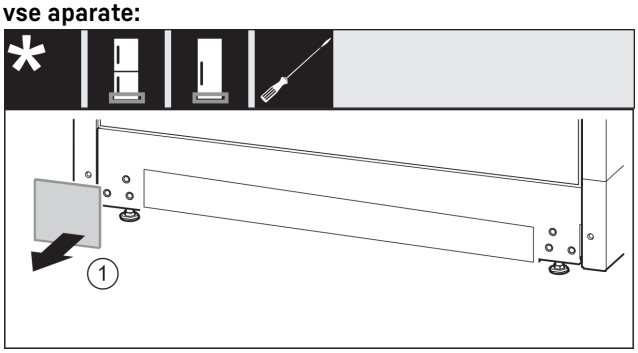

Fig. 14
▶ Snemite pokrov *Fig. 14 (1)*.